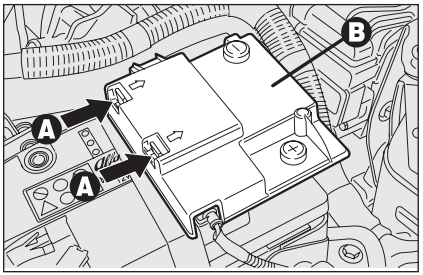

fig. 62 A0E0126m
- ❒ suelte los ganchos de sujeción **A-fig. 62** y quite la tapa de protección **B**;